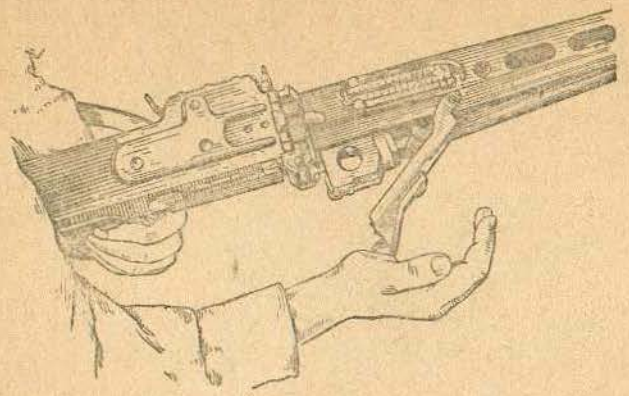

Рис. 11. Как отделить ствол от кожуха
1. Отделить ствол от кожуха (рис. 11), для чего: отвести затвор в заднее положение и поставить его на предохранитель, затем, удерживая пулемёт левой рукой за пистолетную рукоятку, ладонью правой руки нажать на защёлку дверцы короба вперёд, отвести дверцу вправо и вынуть ствол назад.
(рис. 11)